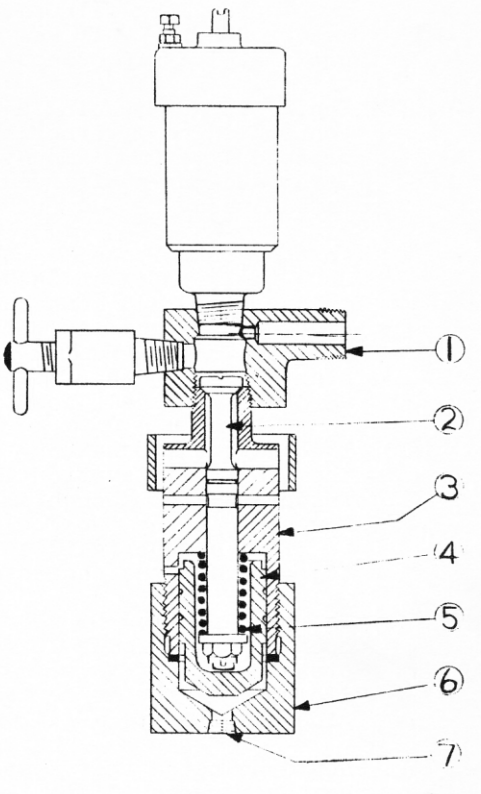

FIG. R-9
The pneumatically operated cylinder compression relief valves, illustrated in Fig. R-9 serve to relieve the pressure in the cylinders in the event that the engine becomes air bound on top center. These valves receive air from a manifold mounted just below the starting air manifold. As previously explained, the air is supplied from the line to the flywheel brake. Since it is only at infrequent intervals that the operation of these valves may be required a globe valve is placed in the line feeding the manifold, and it is recommended that it normally be kept closed. If at any time the engine refuses to start due to the cylinders being air bound, the valve should be opened while the engine control lever is at STOP, and the cylinder pressures will immediately be relieved.
Referring to Fig. R-9, valve body (3) is screwed into tee (1), which is in turn screwed into the cylinder head.